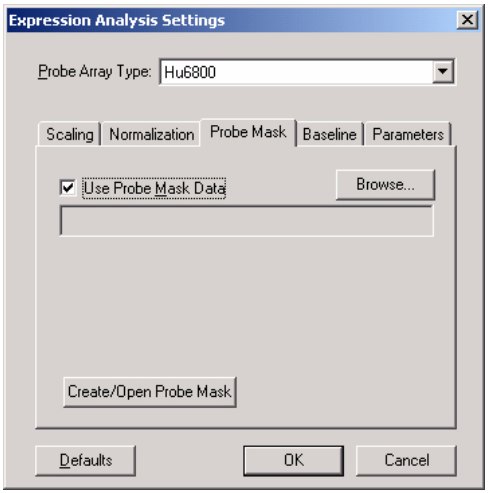

Figure G.38
1. In the Probe Mask tab, click **Create/Open Probe Mask** **(Figure G.38)**.